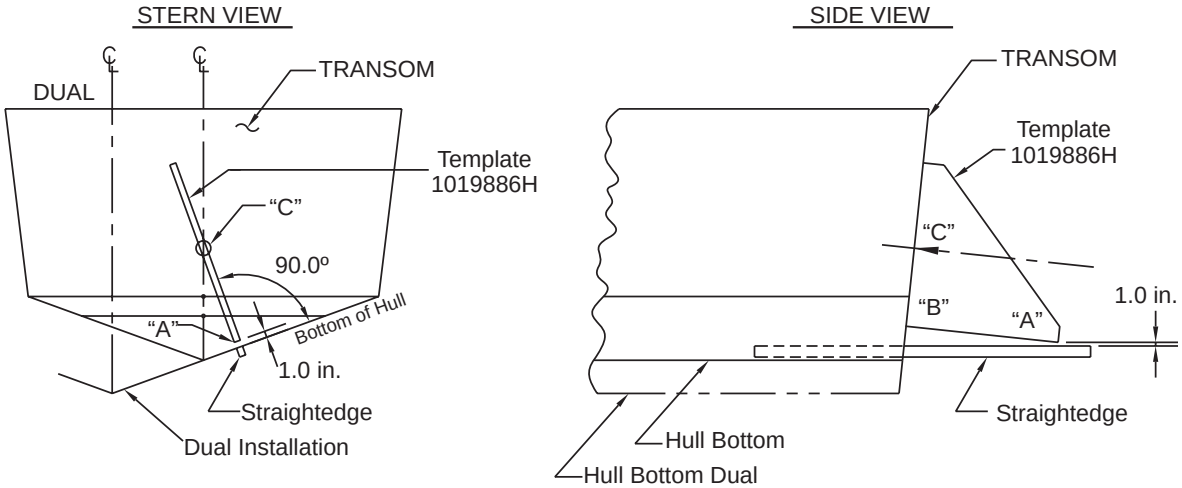

Figure 4. Mark Hull using Template 1019886H
3. Use Template 1019886H to locate and mark drive centerline(s) as shown in **Figure 4**.
4. A For single drive installations, position centerline of Template 1019886H on transom centerline. Locate “Point C” on transom using template 1006631. Mark centers for mount holes (13), and lubrication holes (2).